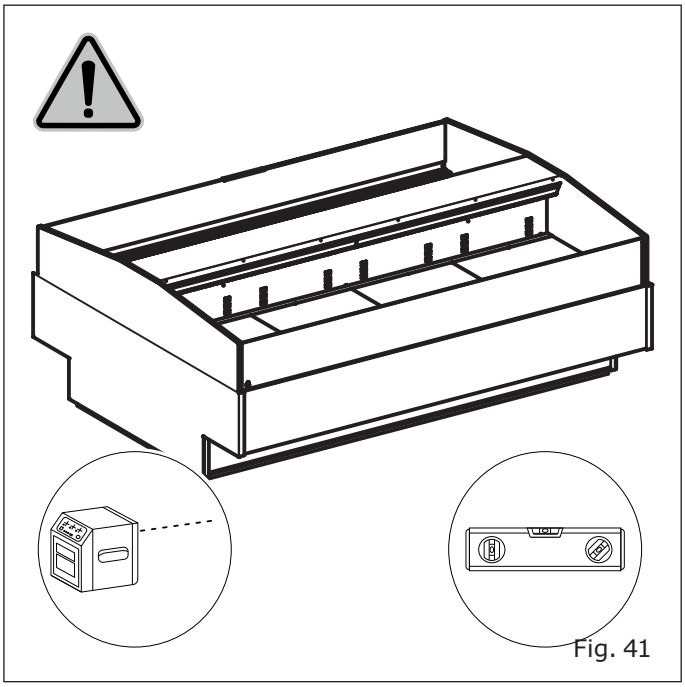

Fig. 41
- Su un pavimento livellato ("Fig. 41").